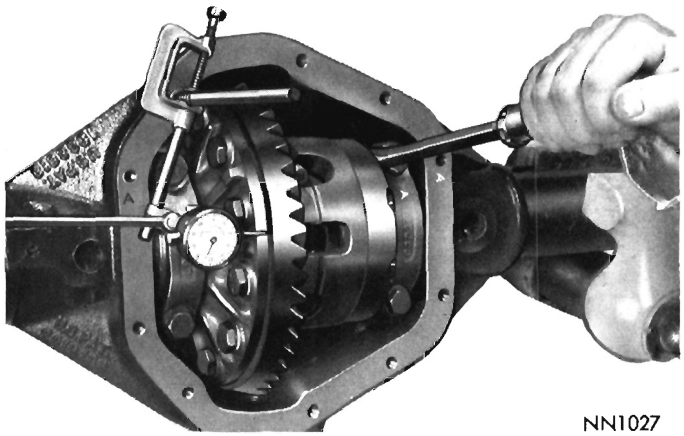

Fig. 22—Determining Shims to Obtain "0" End Clearance
(5) Position differential bearing cups on their respective cones and insert differential case in carrier. Install bearing caps in their correct positions and tighten bearing cap bolts finger tight.
(6) Install dial indicator fixture with indicator pointer contacting back face of drive gear.
(7) Insert a screwdriver blade between bearing cup and housing and pry case assembly as far as possible to one side of housing (Fig. 22). Set dial indicator at zero. Using screwdriver, pry case to opposite side of housing and record the reading.